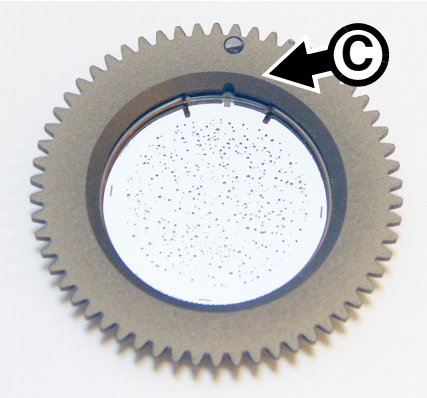
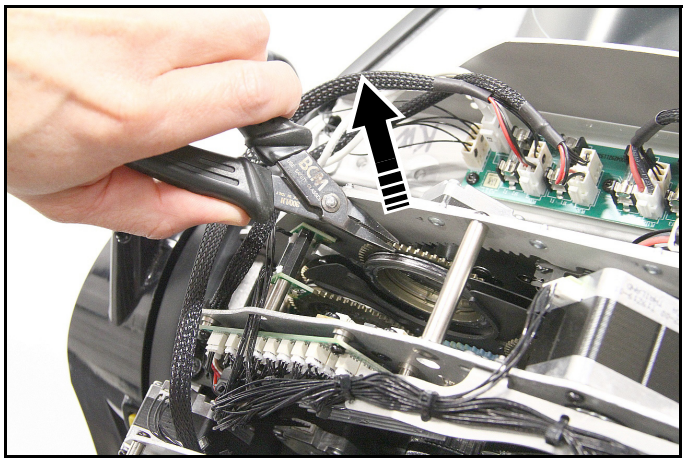

**Figure 14 : Point de référence sur le porte-gobo**
**Figure 16 : Dépose d'un gobo de la roue 2**
2. Avec vos doigts, faîtes tourner le gobo à retirer pour aligner un point de référence (par exemple, l'aimant d'indexation et le repère **C** indiqué en Figure 14) sur le porte-gobo et un point de référence sur le module d'effets.
2. Voir Figure 16. Avec vos doigts, faîtes tourner le gobo à retirer pour aligner un point de référence (par exemple, l'aimant d'indexation et le repère **C** indiqué en Figure 14 en page 25) sur le porte-gobo et un point de référence sur le module d'effets.